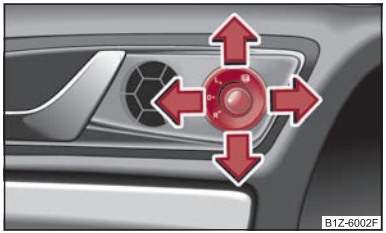

Fig. 46 Contre-porte: Bouton rotatif
- Faire tourner le sélecteur sur la position ⇒ fig. 46